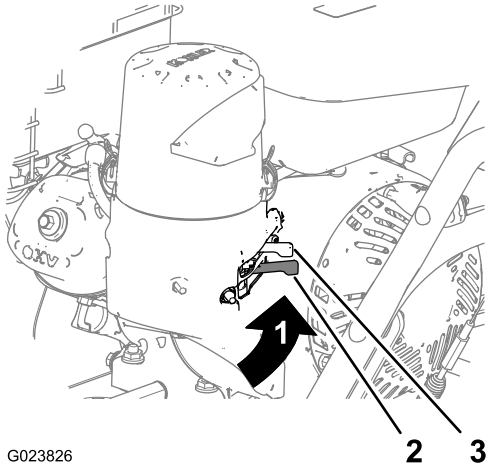

Figur 9
Flytta bränslekranen, som sitter under choken, åt höger för att starta bränsleflödet (Figur 9).
2. Flytta choken, som sitter baktill på vänster sida av motorn, åt vänster till det PÅSLAGNA läget. Om motorn är varm ska du lämna choken i det AVSTÄNGDA läget (Figur 9).
5. Låt motorn vara igång i flera minuter så att den blir varm och flytta sedan choken till det AVSTÄNGDA läget (Figur 9).
5. Stäng av bränsleflödet med hjälp av bränslekranen när du inte ska använda maskinen på några dagar, när du ska förvara maskinen i en byggnad eller när du ska transportera maskinen till och från arbetsplatsen (Figur 9).